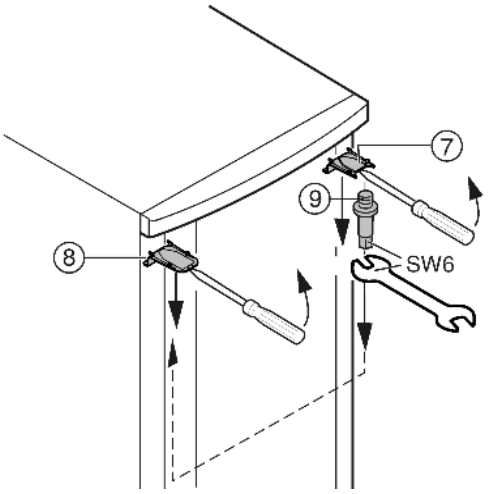

Fig. 8
- ▶ At the top, use a screwdriver to unclip cover *Fig. 8 (7)* and cover *Fig. 8 (8)* at the front, and remove by pulling out and down.
- ▶ Unscrew the bearing pin *Fig. 8 (9)* and screw it firmly into place on the opposite side **(with 4 Nm)**.
- ▶ Refit the cover *Fig. 8 (7)* on the side of the bearing pin: insert at the back, snap in at the front.
- ▶ Fit the cover *Fig. 8 (8)* on the opposite side: insert at the back, snap in at the front.
- ▶ Hang the door on the bearing pin *Fig. 8 (9)* at the top.